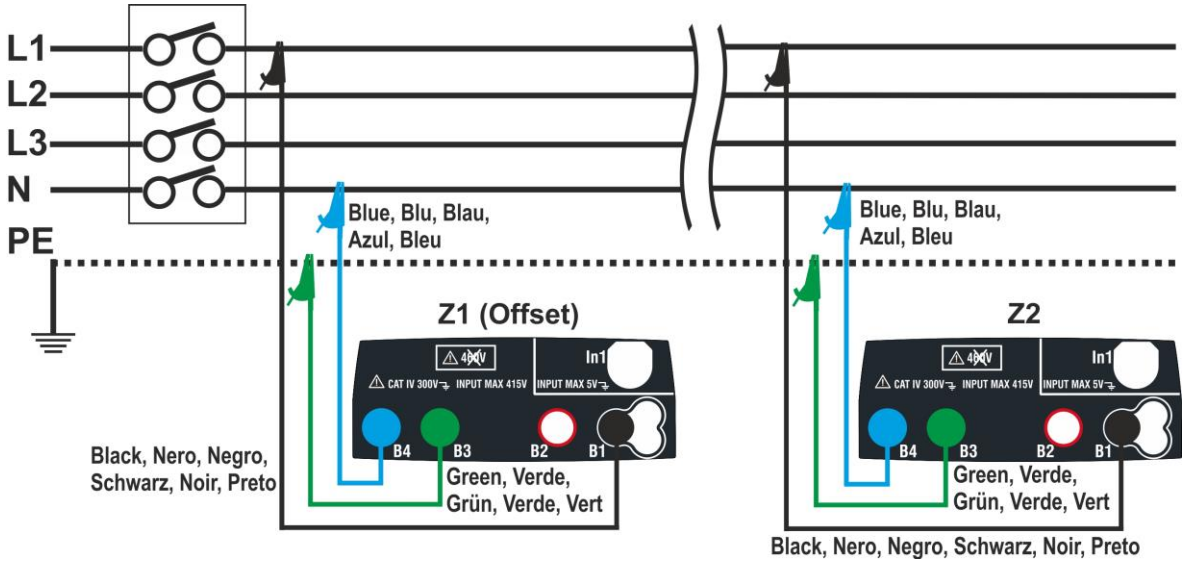
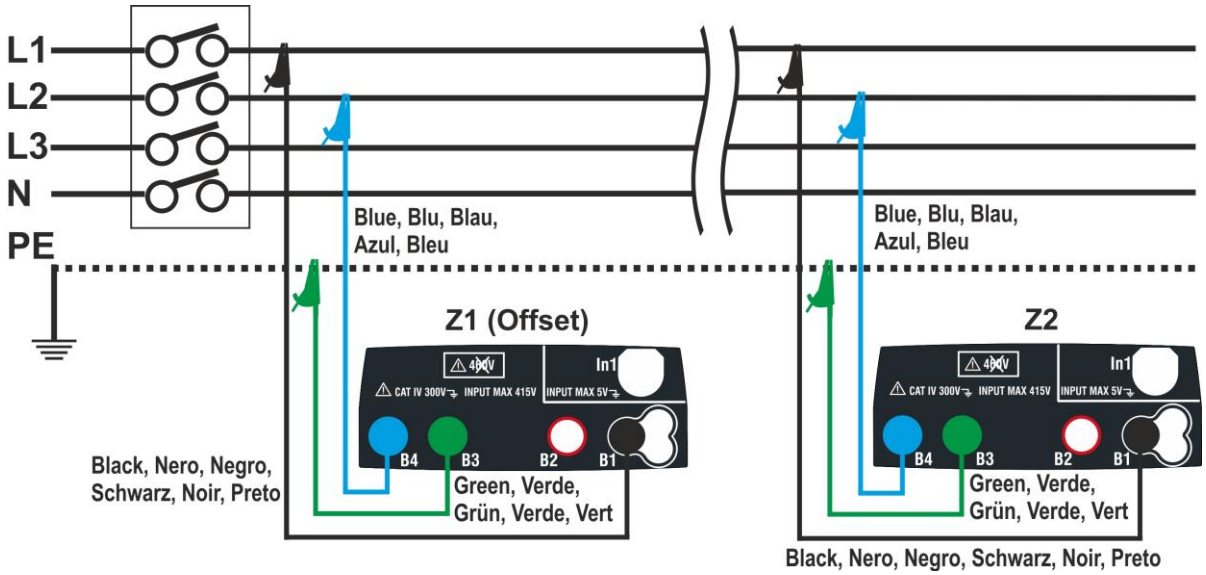

Fig. 34: Collegamento strumento per misura caduta di tensione in modo L-N
Fig. 35: Collegamento strumento per misura caduta di tensione in modo L-L
6. Passare al punto 9 nel caso in cui sia stato inserito manualmente il valore della Z1 (Offset). **Nel caso in cui NON sia stato inserito manualmente il valore della Z1 (Offset)** collegare lo strumento nel punto iniziale della linea in esame (tipicamente a valle della protezione) in accordo alle Fig. 34 o Fig. 35 al fine di eseguire la prima misura di impedenza **Z1 (Offset)**. In tal caso lo strumento eseguirà la misura di impedenza presente a monte del punto iniziale della linea assumendola come riferimento iniziale. La seguente videata (relativa alla misura L-L) è mostrata a display
9. Collegare lo strumento nel punto finale della linea in esame in accordo alle Fig. 34 o Fig. 35 in modo da eseguire la misura di impedenza a fine linea **Z2**. La videata a fianco è mostrata a display. Notare la presenza a display del valore Z1 (Offset) precedentemente misurato